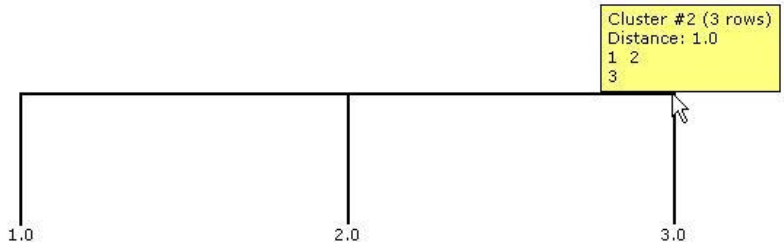

Figure 8.3: Viewing a single linkage
Single linkage: The distance between two clusters is determined by the distance of the two closest objects ("nearest neighbors") in the two clusters (Figure 8.3). Single linkage tends to produce clusters that form long "chains" or "strings." This typically results in a smaller amount of variance in the height of clusters. Figure 8.3 shows single linkage on 1, 2, and 3. First, 1 and 2 are combined with a distance of 1. Next, the clusters (1, 2) and (3) are combined with a distance of 1 (the distance from 3 to 2). The two clusters appear to be merged since they have the same distance.